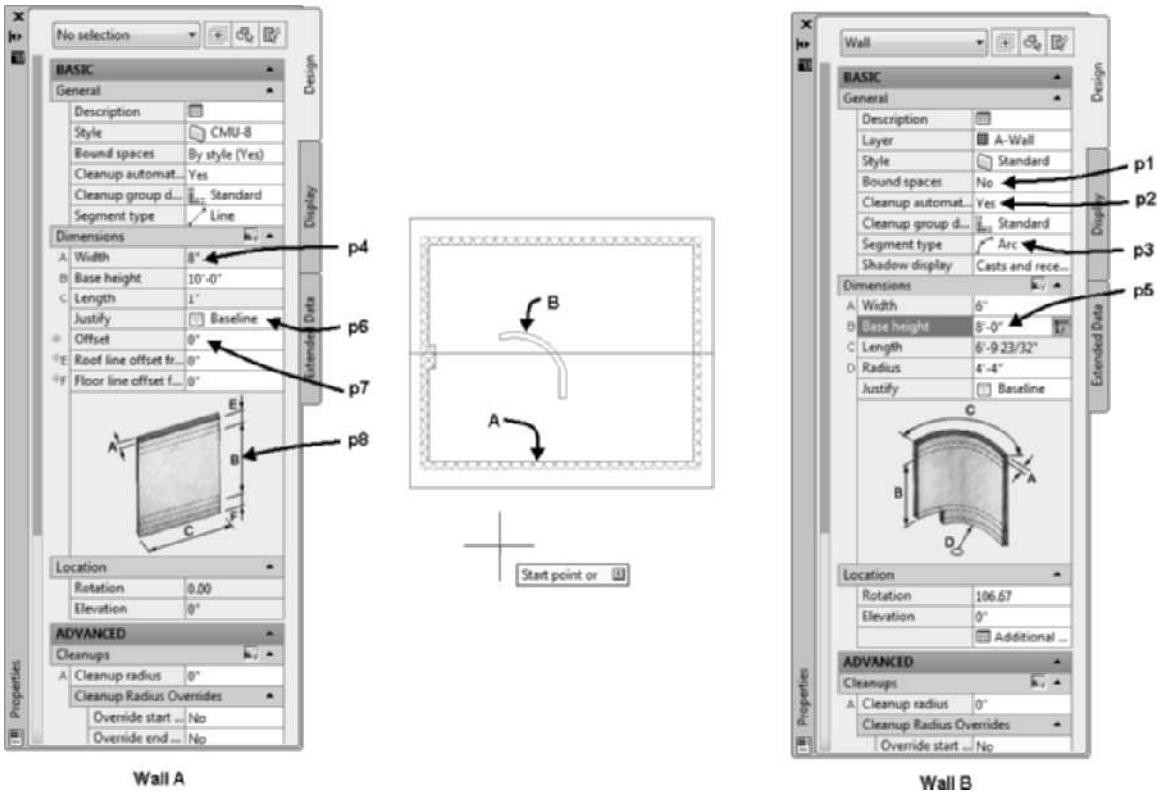

FIGURE 2.7 *Basic section of the Properties palette of a wall*
4. Select wall **A** as shown in Figure 2.7; choose **Add Selected** from the General panel of the Wall contextual tab. The Properties palette consists of the settings to create the wall based upon the settings of the selected wall as shown at left in Figure 2.7.
6. Press Escape, and select wall B as shown in Figure 2.7. The Properties palette for this wall shown at right includes additional fields since it describes an existing wall. The Bound spaces field, shown at **p1**, for this wall is set to **No**.
7. Retain the selection of wall B, and choose the **Cleanup automatically field** (refer to **p2** in Figure 2.7). The Yes and No options control the automatic cleanup when walls intersect. The Cleanup group definition lists the **Standard** cleanup group style. Cleanup group definitions can be used to selectively clean up walls.
15. Select wall **A**; the Justify field setting for the wall is currently set to Baseline as shown at **p6** in Figure 2.7. However you can click at p6 to view the following additional justifications from the flyout: Center, Right, and Left.
17. Select wall **A**, and choose **Add Selected** from the General panel Wall tab. The E Roof line offset from baseline and F Floor line offset from baseline fields allow you to enter a distance to extend the wall above the base height or below the baseline of the wall as shown in the graphic at **p8** in Figure 2.7.